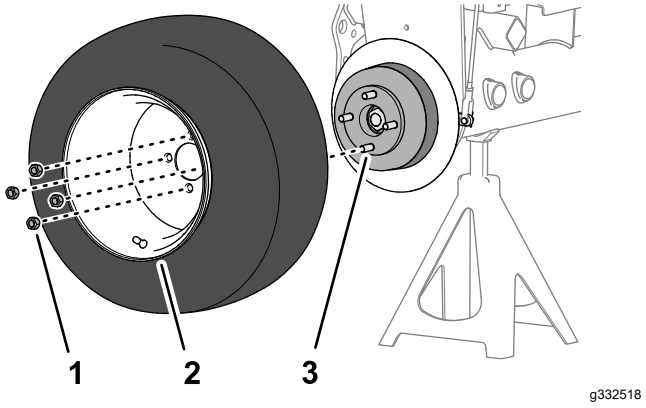

Figur 72
1. Monter hjulet på navet med de 4 hjullåsemøtrikker (Figur 72), og tilspænd hjullåsemøtrikkerne med håndkraft.